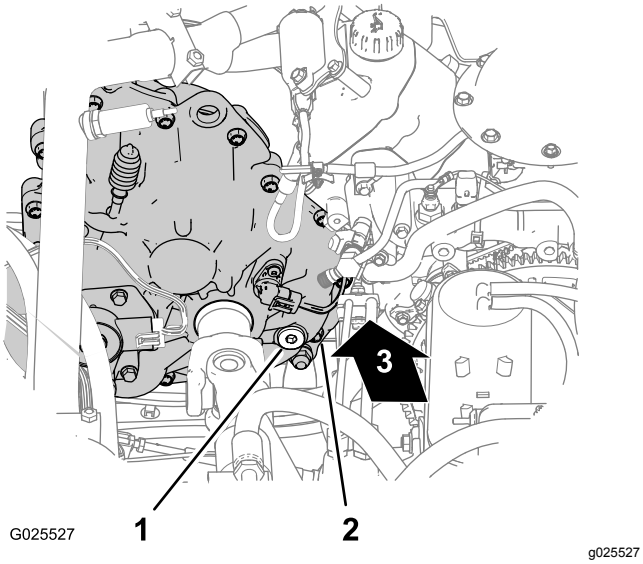
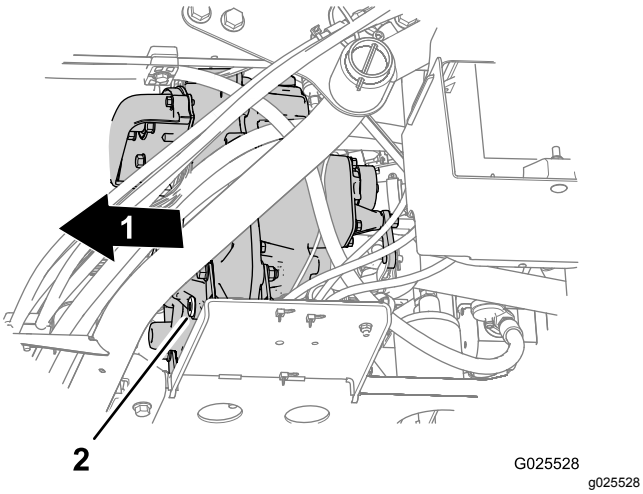

图58
图59
2. 找到变速箱后内侧区域的加油塞并找到变速箱前外侧区域的排放塞图58 和图59。
3. 逆时针旋转加油塞并从加油口拔出然后从变速箱中取出图58。
4. 对齐排油塞下的排放盘图59。
5. 逆时针旋转排油塞并从排放口拔出然后从变速箱中取出图59。
6. 安装排油塞图59。
7. 通过加油口将 700ml Dexron VI 变速箱油加入变速箱图58。
8. 安装加油塞图58。